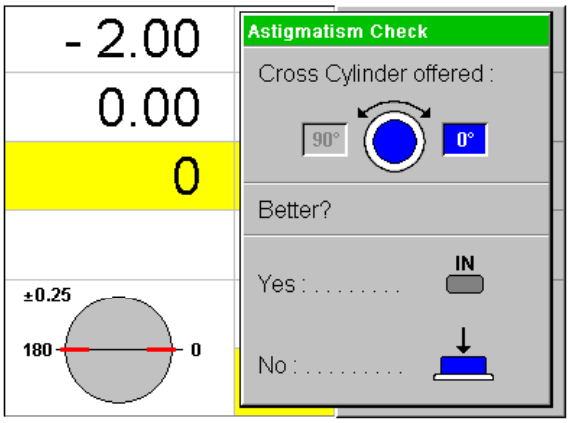

Figure IU-6, Astigmatism Check
1. Press X-CYL and the Astigmatism Check screen will appear. Refer to Figure IU-6.